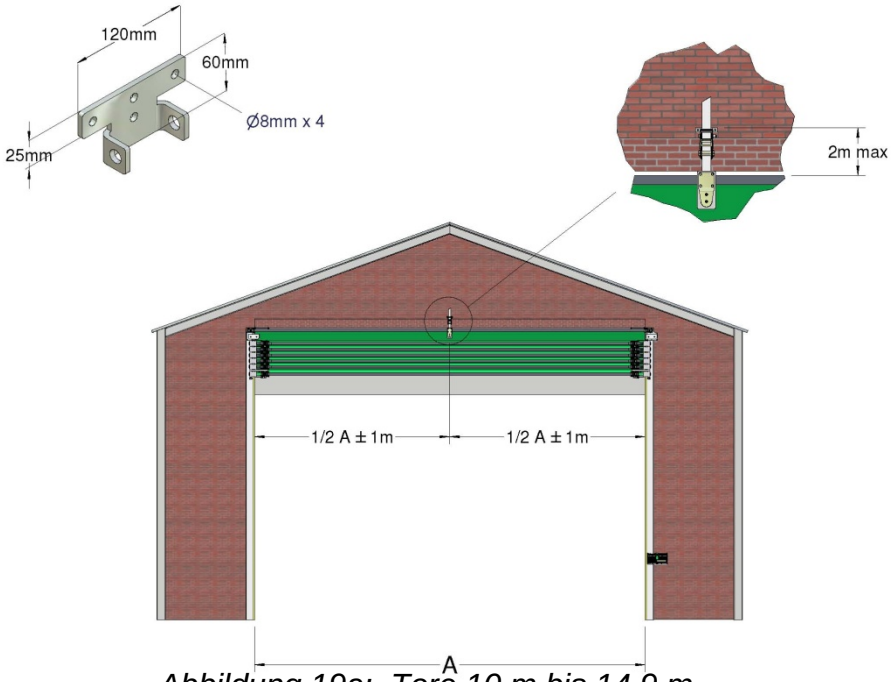

Abbildung 19a: Tore 10 m bis 14,9 m
6.1 Legen Sie die Position für die obere Halterung fest. Um ein Durchhängen des Netzmaterials auf ein Minimum zu beschränken, empfehlen wir, dass sie wie in Abbildung 19a oder 19b gezeigt, positioniert wird.